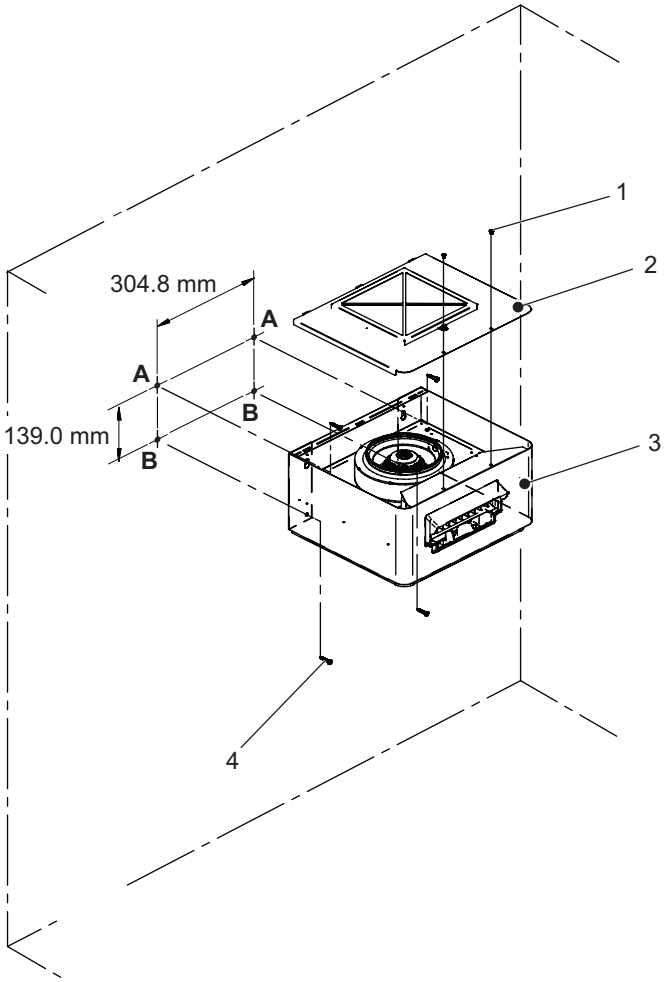

Figure 10 : Unité de ventilation murale
a. Tracer les points d'attache "A" et "B" aux endroits souhaités à l'aide d'un niveau, consulter la *Figure 10*. Percer des trous de 10 mm de diamètre et d'une profondeur de 50 mm aux points "A" et "B".